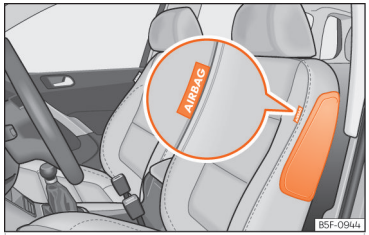
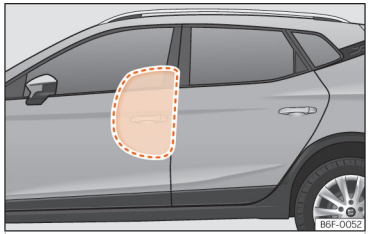

Abb. 29 Seitenairbag im Fahrersitz
Abb. 30 Komplett aufgeblasener Seitenairbag auf der linken Fahrzeugseite.
Die Seitenairbags befinden sich in den Vordersitzlehnen ››› (Abb. 29) , ››› (Abb. 30).
- **Stellen Sie sicher, dass Kinder richtig in ihren Sitzen sitzen und ihren Kopf nicht in den Entfaltungsbereich der Seitenairbags halten ››› (Abb. 30), da sie beim Auslösen der Airbags von diesen getroffen werden und schwere Verletzungen erleiden könnten.**